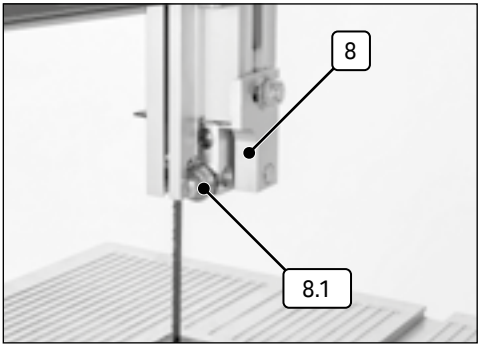
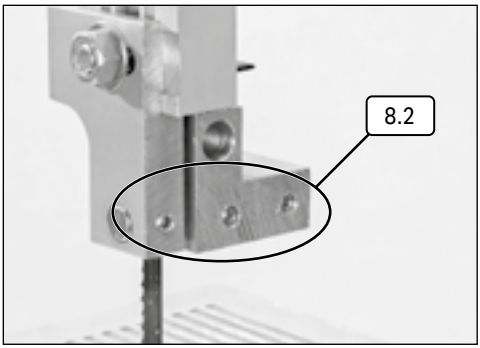

Fig. 14
Fig. 15
7.8 Upper Blade Guide Assembly Adjustment (Fig.14 – Fig.15)